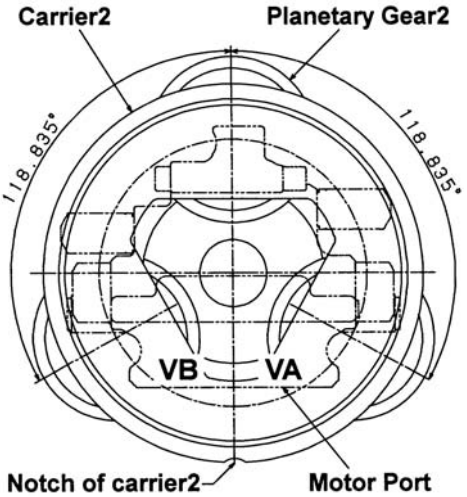

Figure 27. Installing direction of carrier 2
Using the eye bolts, hang the carrier 2 ASSY by wire rope and place three planetary gears 2 (10) as shown on Fig.27, put carrier 2 ass'y into ring gear (3) and mesh the splines to those of motor.
※ Positioning carrier 2 ASSY as Fig.27 is important to obtain better lubrication.